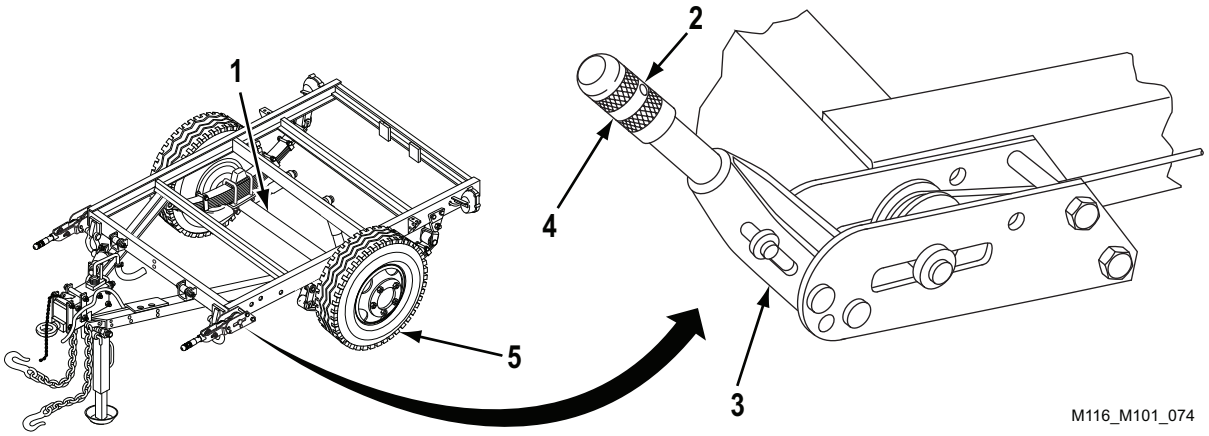

Figure 2. Handbrake Adjustment.
3. Release handbrake lever (Figure 2, Item 3) on side to be adjusted.
4. Loosen lockscrew (Figure 2, Item 2) at adjusting knob (Figure 2, Item 4).
5. Turn adjusting knob (Figure 2, Item 4) clockwise until wheel assembly (Figure 2, Item 5) locks when handbrake lever (Figure 2, Item 3) is no more than two-thirds applied.
6. Release handbrake lever (Figure 2, Item 3) and make sure wheel assembly (Figure 2, Item 5) turns freely.
7. Fully tighten lockscrew (Figure 2, Item 2) at adjusting knob (Figure 2, Item 4).
8. Lower axle (Figure 2, Item 1).